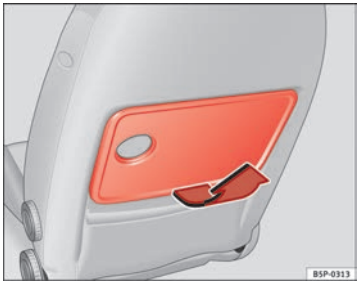

**Fig. 103 Folding tray on the front left seat**
– To open the tray, open it up in the direction of the arrow ⇒ Fig. 103.